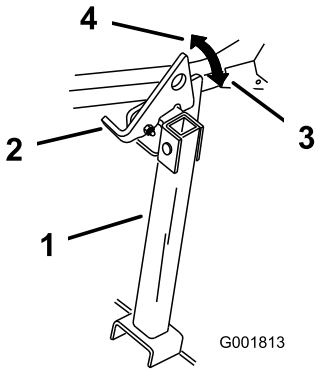

Figur 29
2. Løft klinken til ulåst position (Figur 29).